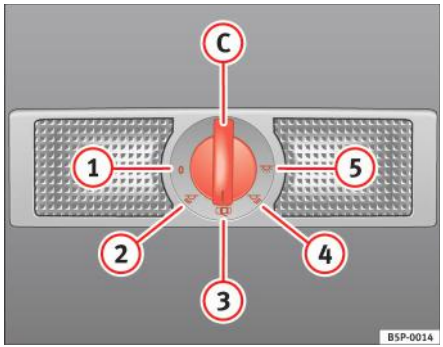

Fig. 80 Capitonajul plafonului: lumini interioare şi lămpi de lectură spate.
Comutatorul ⇒ fig. 80 (C) este utilizat pentru a selecta următoarele poziții:
În poziția ⇒ fig. 80 (1) a comutatorului, luminile interioare şi lămpile de lectură sunt oprite.